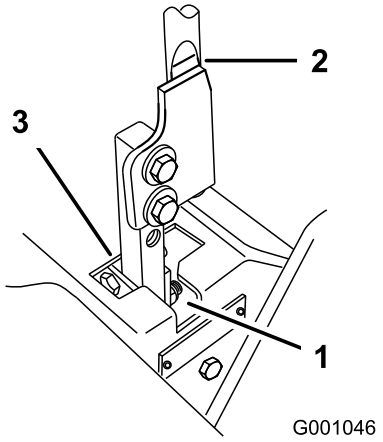

**Figur 66**
5. Flyt grebet til den neutrale position, men ikke låst (Figur 66).
6. Træk håndtaget tilbage, indtil gaffelbolten (på armen under drejeakslen) berører enden af åbningen (begynder netop at lægge tryk på fjederen) (Figur 66).
7. Kontroller, hvor håndtaget er i forhold til hakket i konsollen (Figur 66). Det skal være i midten, så håndtaget kan dreje udad til den neutrale låseposition.